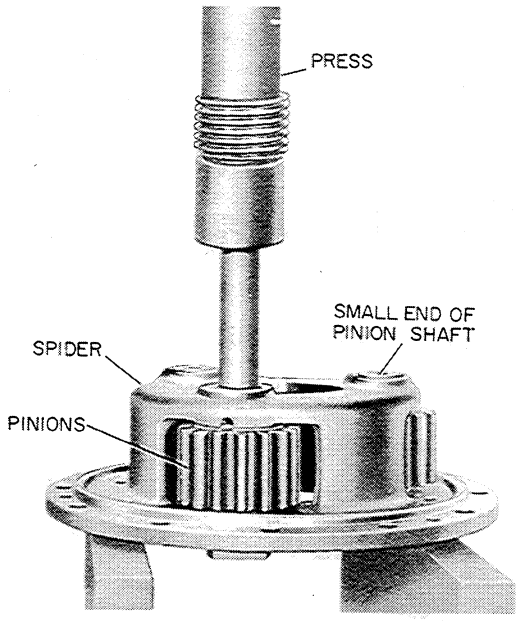

Figure U-17
3. To remove the planetary pinions from the spider press out the pinion shafts by pressing on the small end, Figure U-17.